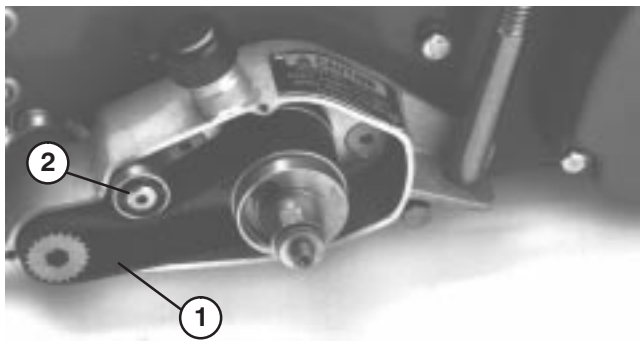

Figure 7
D. Position the toothed belt over the drive pulley (that was removed from the clutch in step 10). While holding the belt on the drive pulley, simultaneously slide the drive pulley back into place on the clutch adapter and position the belt around the driven pulley and under the backside idler (Fig. 7).
19. Check the tension on the drive belt by depressing it at the midpoint between the drive pulley and the driven pulley (Fig. 7). A force of 5 to 10 lbs. should be required to depress the midpoint of the belt 1/4 inch. To adjust tension, loosen the backside idler pulley pivot allen head bolt, pivot the idler to achieve the proper tension, and torque the allen head bolt to 7 to 10 ft–lbs.